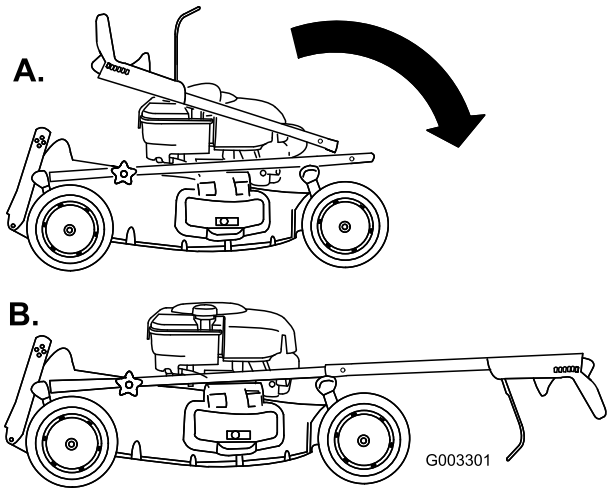

Figur 3
2. För försiktigt den övre delen av handtaget framåt och lägg det i linje med det nedre handtaget så att de sitter ihop (Figur 3).